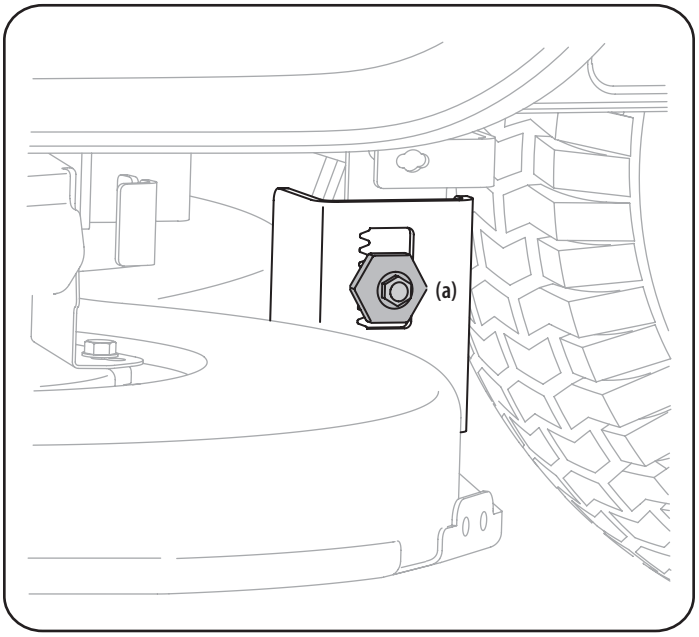

Figura 25
3. Afloje, pero NO extraiga, el tornillo hexagonal (a) ubicado en la ménsula de suspensión izquierda de la plataforma. Consulte la Figura 25.